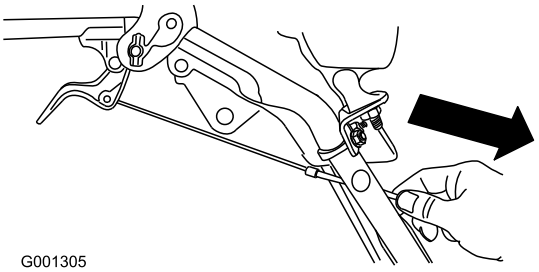

Figur 8
4. Træk forsigtigt kabelkappen ned, indtil hjulkoblingsarmen er nede, og der ikke er noget slæk i kablet. Spænd herefter kabelklemmemøtrikken fast (Figur 8).